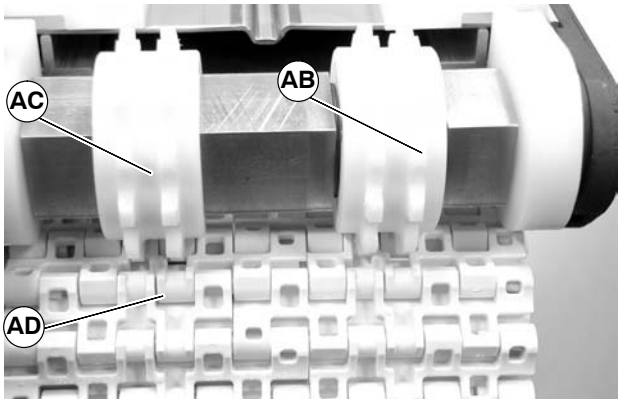

Figure 12
2. For 17.25" wide and 23.25" wide belts, align the belt to the retained center sprocket(AB of Figure 12) on the drive end of the conveyor.
4. Aligning free moving sprocket(s)(AC of figure 12) to the drive pocket(s)(AD). Wrap belt around sprockets and pull towards idler end.